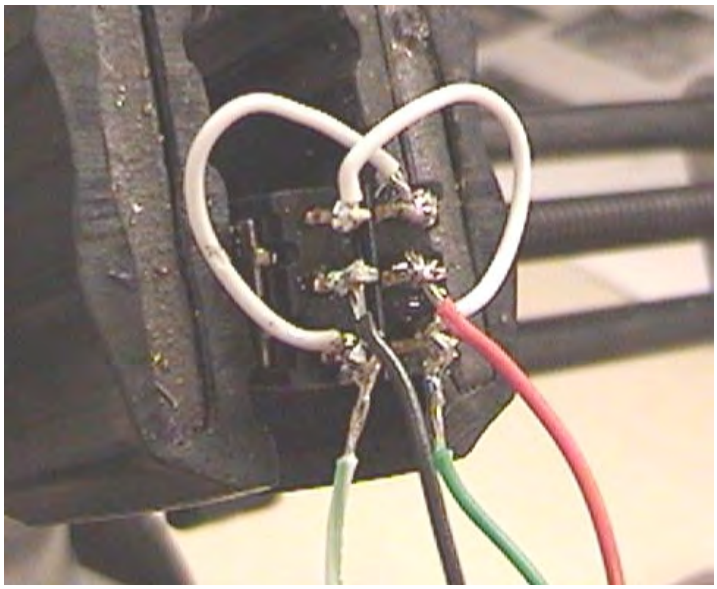

**Figure 44:**
8. Attach one **red** (+) power wire to the middle terminal of your first switch, on the same side as the solid-colored wire. Attach a **black** (-) power wire to the middle terminal on the other side, as shown in Figure 44. Repeat for the other switch.